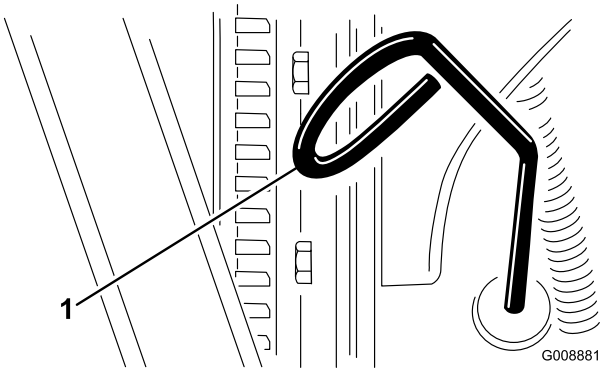

**Figur 19**
2. Ta ut oljestickan (Figur 19) och torka av den med en ren trasa.